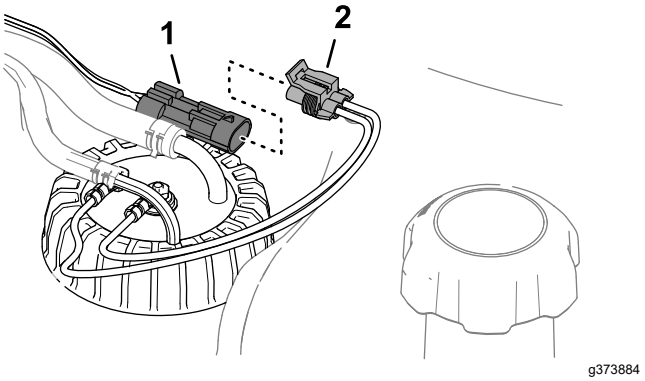

Figur 88
3. Fjern stikket med 2 sokler på brændstofsenderens ledningsnet fra stikket med 2 ben på maskinens ledningsnet (Figur 88).